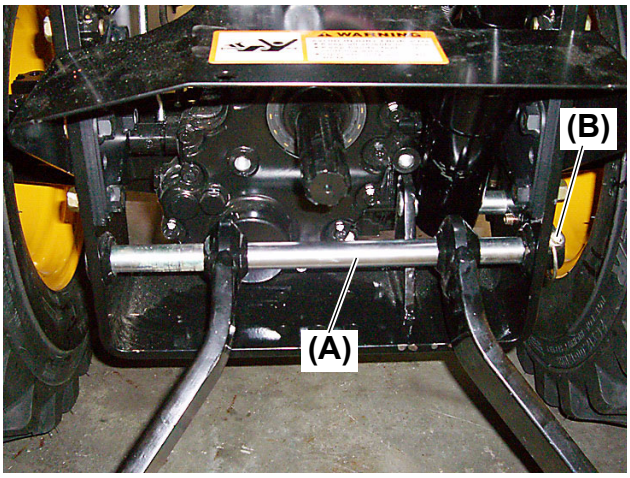

Fig. 11
16.Remove the lynch pin **(Fig. 11, (B))** from the lower link bar **(Fig. 11, (A))**.